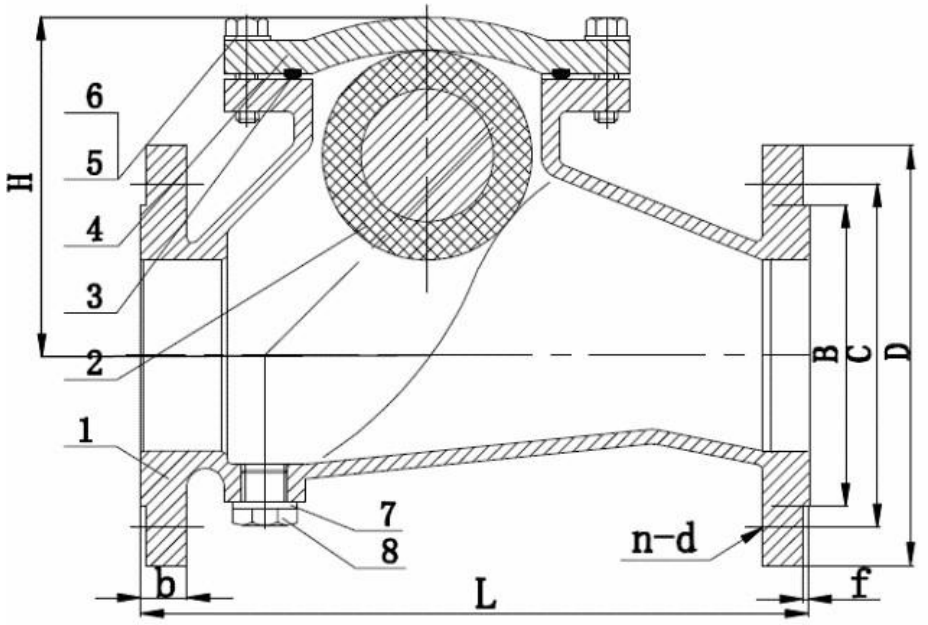

Рис.1 Клапан обратный шаровой фланцевый.
Таблица №2. Спецификация материалов обратных шаровых клапанов (Рис.1)
Таблица №3. Габаритные размеры обратных шаровых клапанов в мм (Рис.1).
3.1. Обратный шаровой клапан (Рис.1) состоит из чугунного корпуса (1) с крышкой (4). Запорным элементом клапана является чугунный шар (2), покрытый для большей надежности затвора слоем резины (NBR).